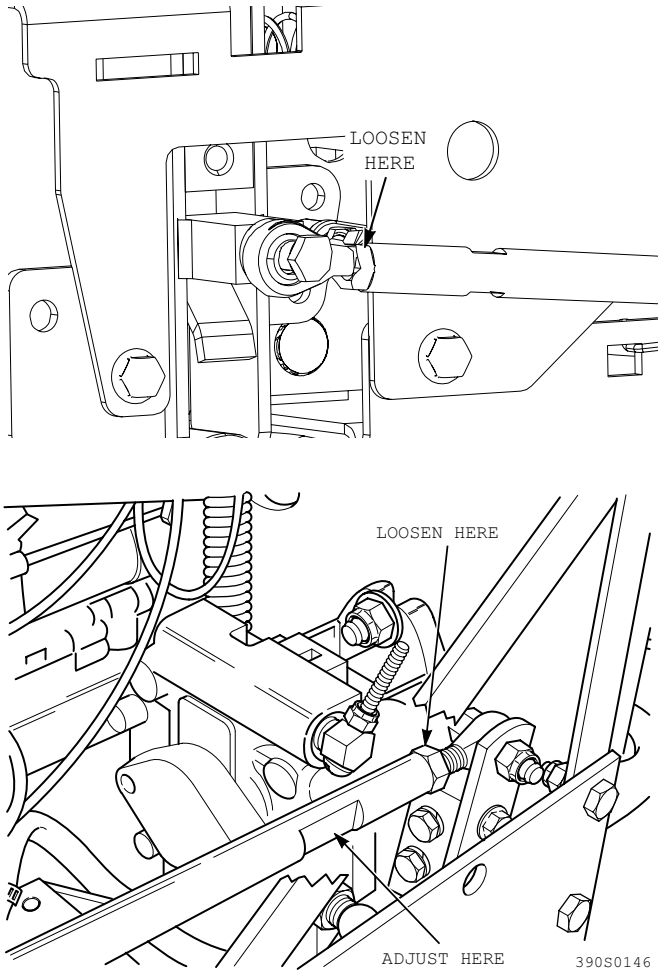

Figure 6-4. LH Steering Control Rod Adjustment
5. Tighten the jam nuts and repeat for the LH wheel. See Figure 6-4.
A. Stop the machine and place the steering control levers in the neutral position. Loosen the lock nuts securing the ball joints at each end of the LH steering control rod. Rotate the control rod to lengthen the rod and tighten the lock nuts. This will cause the control rod to stroke the LH pump less, slowing down the LH wheel. See Figure 6-4.